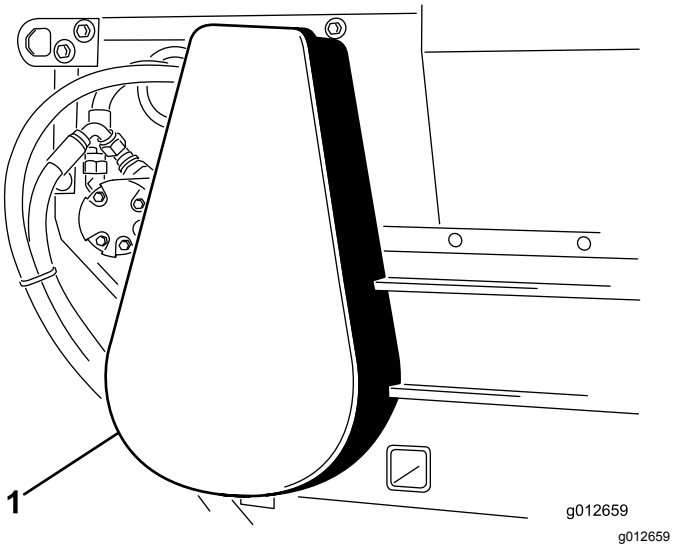

Rysunek 33
3. Załóż pokrywę łańcucha (Rysunek 33).